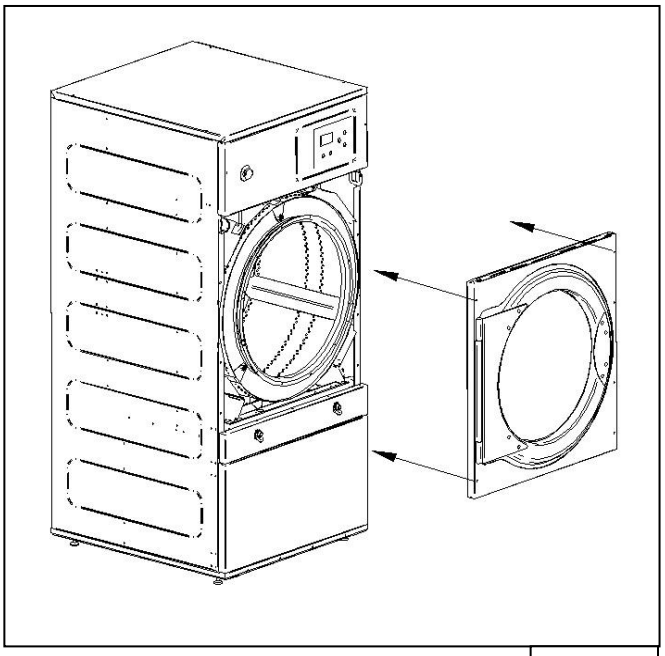

рис. 3.
6. Установить переднюю часть дверцы, поворачивая ее на 180º, так, чтобы петли оказались на противоположной стороне. Для этого необходимо снова воспользоваться 6 болтами "B" и 2 болтами "B1" и шестигранным шлицом на 3. См. рис. 3